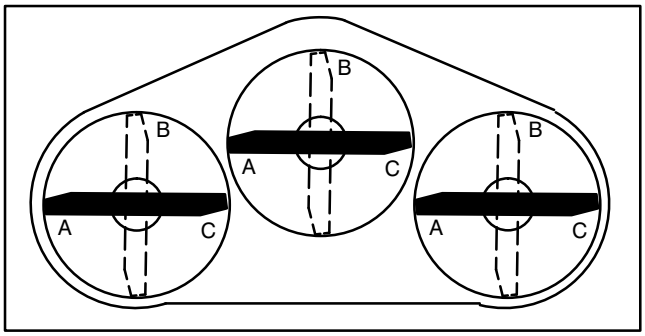
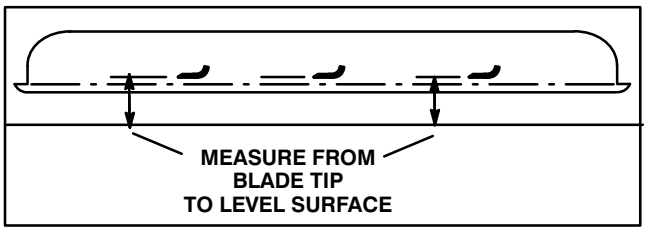

Figure 31
Figure 32
5. Position all three blades in the "A" position (Fig. 31) and measure from level surface to the bottom of the tip end of each blade (Fig. 32).
6. Note measurement attained at "A", rotate blades to "B" position (Fig. 31), measure distance of all blades to level surface and note dimensions (Fig. 32).
7. Rotate blades to "C" position, measure and note distance measured (Fig. 31, 32).